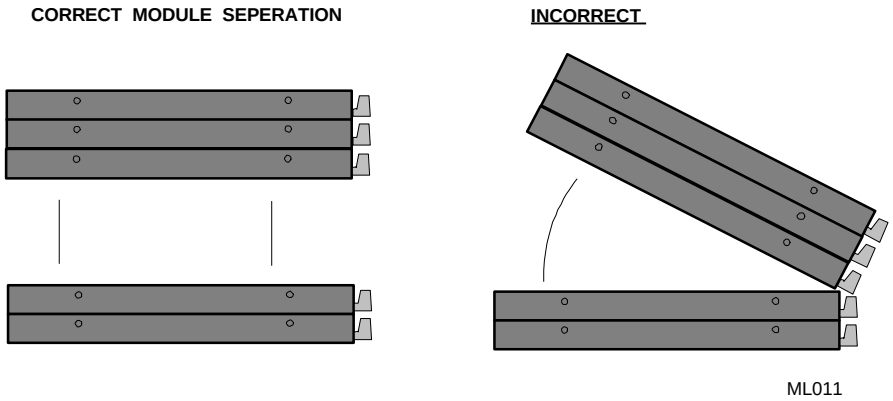

Figure 3... -2: Separating Modules without bending connector pins...
3. Determine the Port (layer) at which the new Interface Module is to be installed. Refer to Figure 3... -4. Note that some modules must be installed at a particular position (eg the MLIM-5 must be installed between the MLCPU-1 and the MLAD-1 modules). **Also note that many modules require a Module address to be programmed through the setting of one or more Module Address Switches. This is covered in detail in the module specific sections that follow.**
4. Remove the four side retaining screws (Figure 3... -1) from the enclosure nearest the joint into which the new module is to added.
1. Carefully separate the layers while keeping them parallel (Figure 3... -2). Minimize the amount of twisting or rocking as this will result in bent connector bus pins.